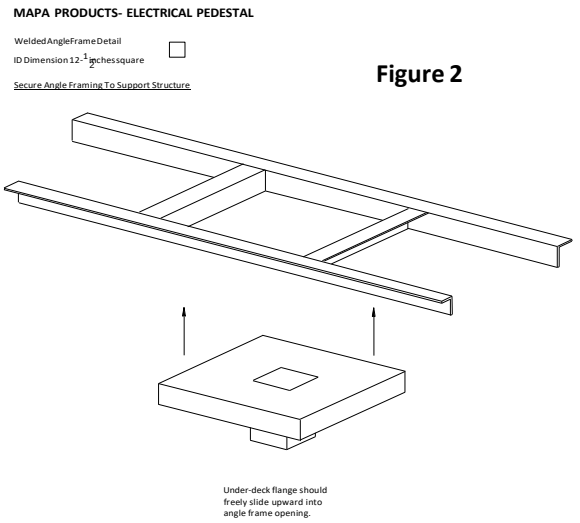

Figure 2
Installation of the Under-deck Flange: Once roofing work at the Pedestal has been completed, the under-deck flange should be installed. Slide the under-deck flange from below, over the lower portion of the Pedestal's shroud. Snug the flange securely to the deck and angle framing. Using the four (4) ¼" X 1 ½" set screws, secure the flange to the angle framing. Care should be taken to insure that the under-deck flange is firm against the bottom of the roof deck while tightening these set screws. See **Figure 2**